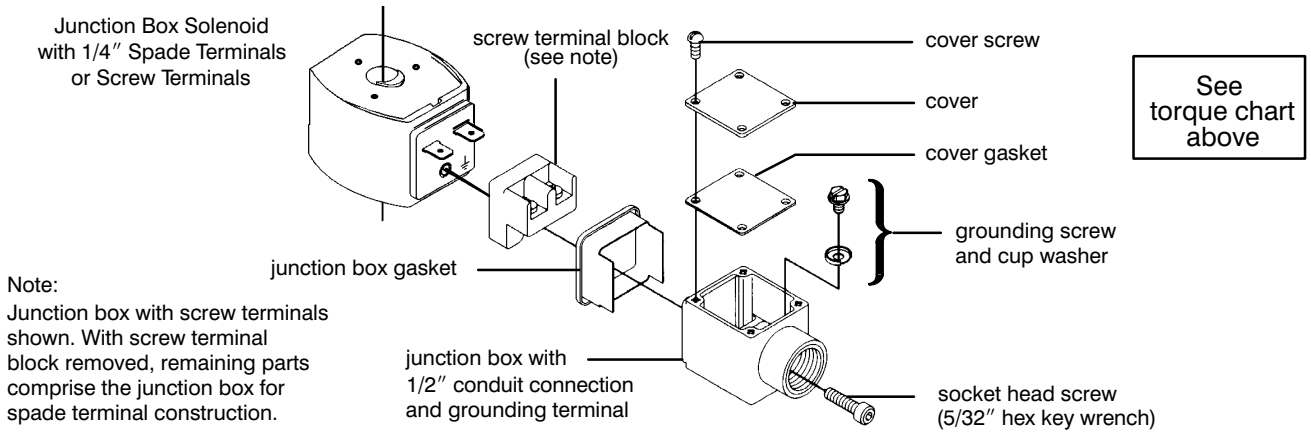

Figure 3. Junction box (optional feature)
- **Junction Box:** This junction box construction meets Enclosure Types 2,3,3S,4, and 4X. Only solenoids with 1/4″ spade or screw terminals may have a junction box. The junction box provides a 1/2″ conduit connection, grounding and spade or screw terminal connections within the junction box (See Figure 3).